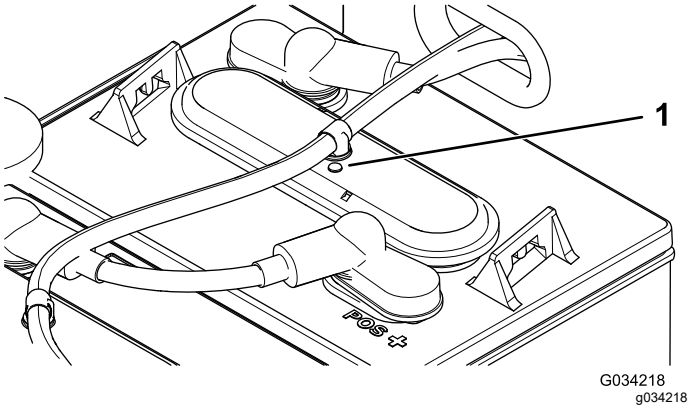

Figur 37
3. Kontrollera batteriernas hål för att se om de är svarta eller vita (Figur 37).